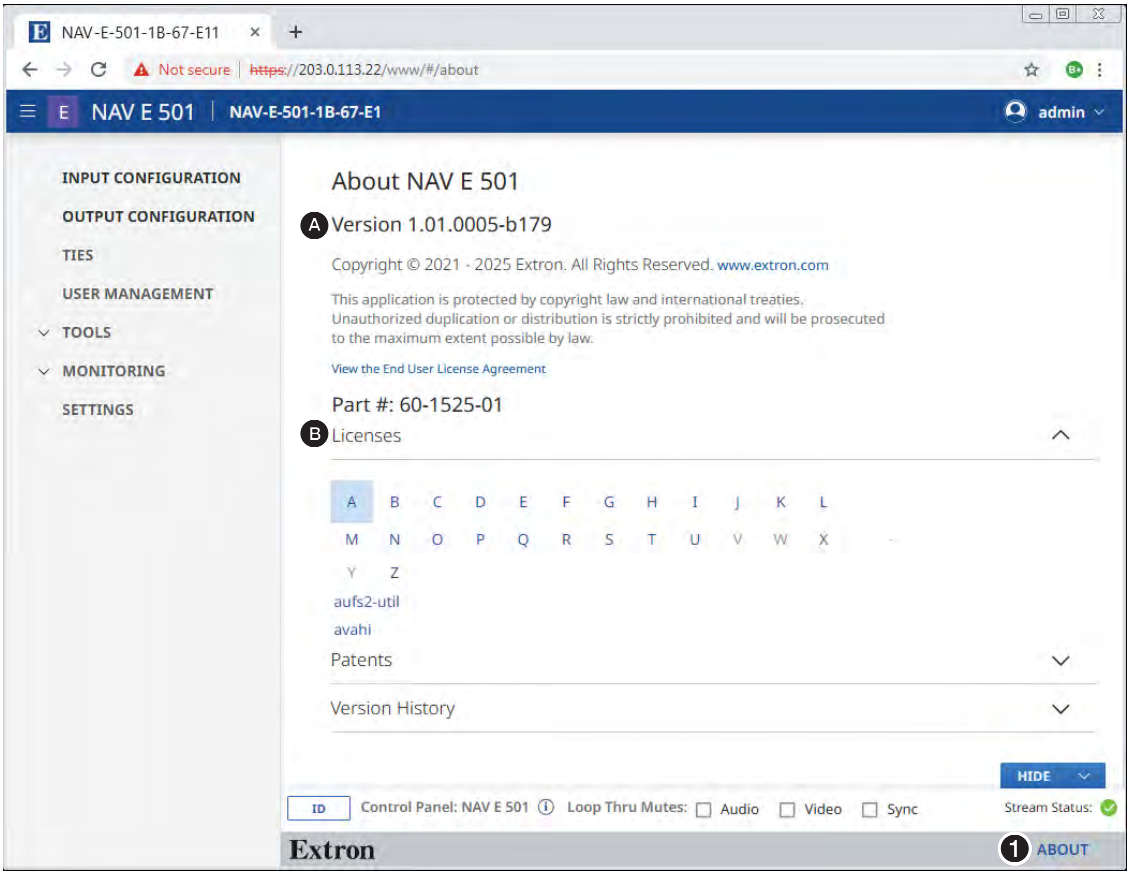

Figure 85. About Page
Access the About page by clicking **About** (see figure 85, ❶).